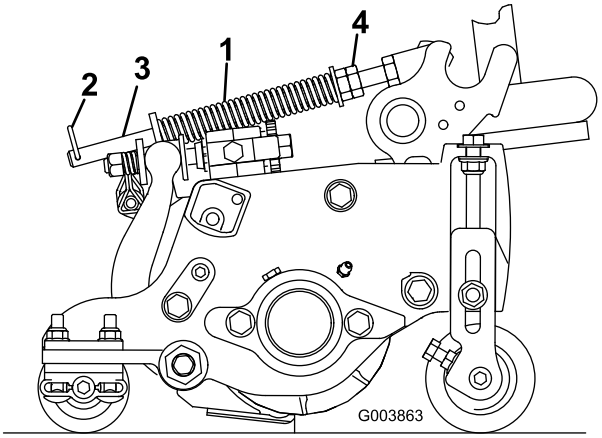

Figuur 13
1. Monteer de borgpen in de achterste opening in de veerstang (Figuur 13).
2. Draai de zeskantige moeren op het voorste uiteinde van de veerstang vast totdat de lengte van de samengedrukte veer 12,7 cm bedraagt (Figuur 13).